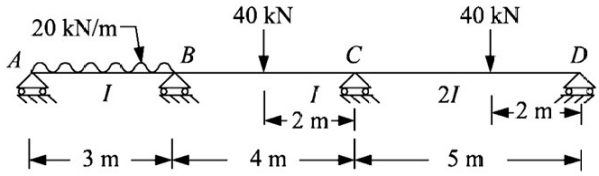

Fig.2
5. The beam shown in **Fig.2** is to be analyzed by slope deflection method. What are the unknowns and to determine them, what are the equilibrium conditions used?